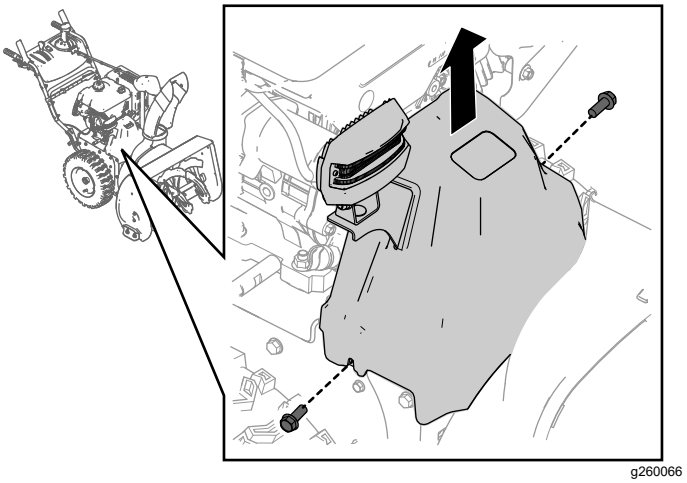

Rysunek 27
1. Odkręć 2 śruby mocujące pokrywę pasa na swoim miejscu (Rysunek 27).
2. Zdejmij pokrywę pasa (Rysunek 27).